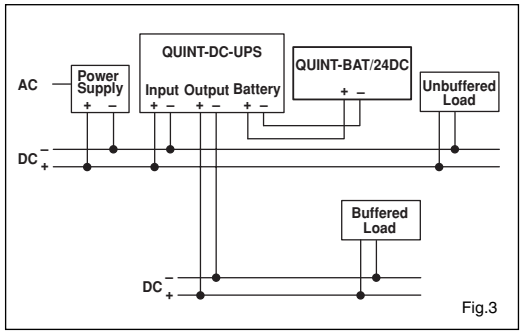

Fig.3
4. Anschluss/Verbindungskabel (Abb.3)
4. Connection / Connecting cable (fig. 3)
4. Raccordement / câble de liaison (Fig. 3)
4. Conexión / cable de conexión (Fig. 3)